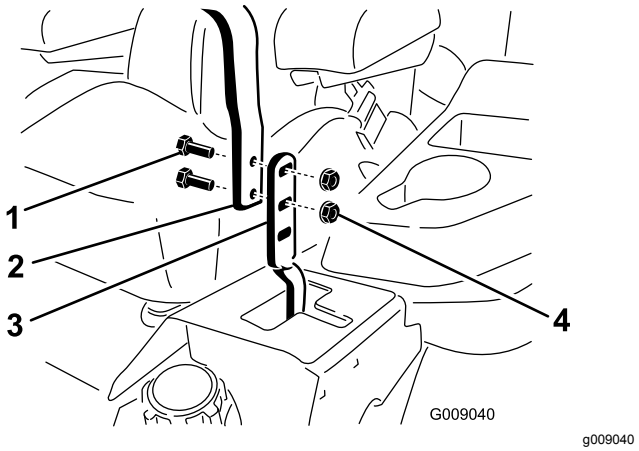

Figur 59
2. Lossa skruvarna och flänsmuttrarna som fäster handtagen vid spakarna (Figur 59).